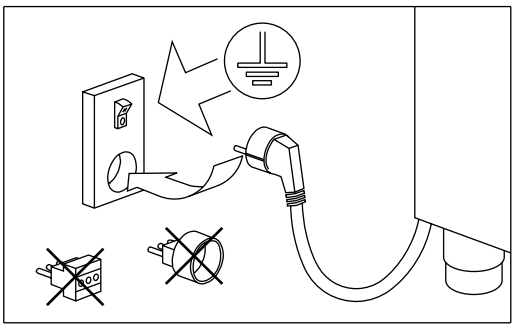

Fig.8
- non interporre adattatori e/o riduzioni (Fig. 8)